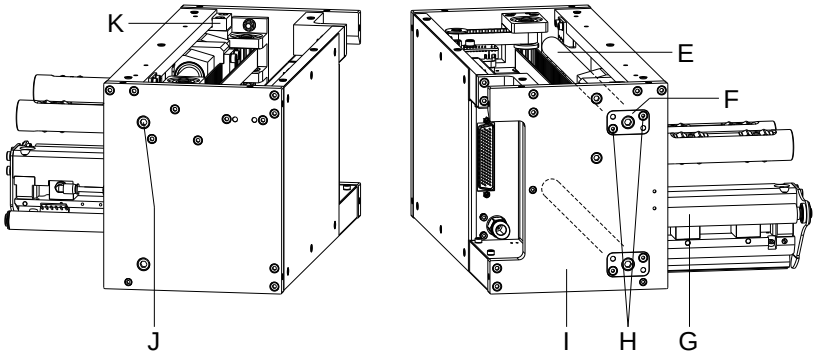

Abbildung 34
5. Obere Führungswelle (E, Abbildung 34) inklusive Flansch (F, Abbildung 34) durch die Bohrung in der Seitenwand (I, Abbildung 34) führen. Den Schieber (K, Abbildung 34) für Nullpunktüberwachung platzieren und durch die Linearführungen des Druckschlittens schieben, dabei Druckschlitten (G, Abbildung 34) festhalten.
6. Schraube (J, Abbildung 34) festziehen.
7. Schrauben (H, Abbildung 34) festziehen.
Druckschlitten über den kompletten Verfahrweg verschieben und Leichtlauf sicherstellen. Ggf. über Schraube (J, Abbildung 34) die jeweilige Führungswelle justieren.